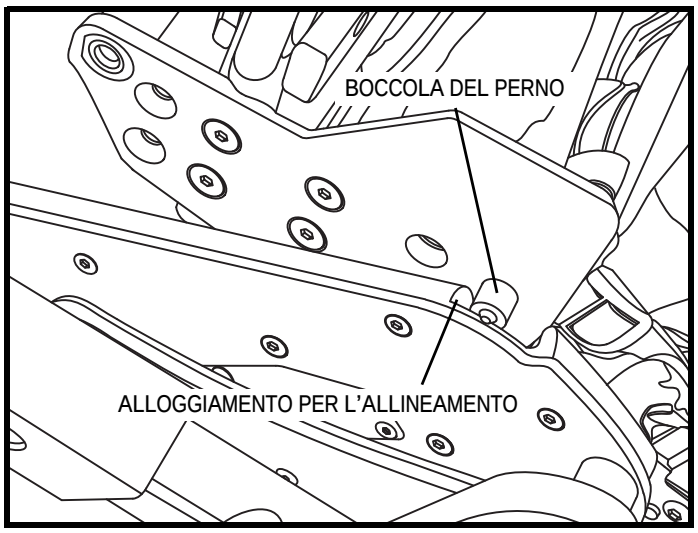

Figura 15. Installazione del guscio de Kids FAST
1. Inserire il guscio nella base regolabile in modo tale che le boccole dei perni entrino negli alloggiamenti per l'allineamento. **Vedere la figura 15.**